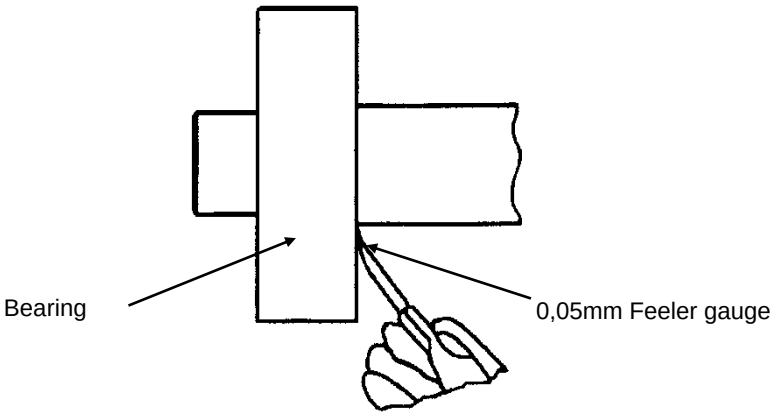

FIG 12.
L. Try to insert a 0.05mm feeler between the bearing and the shoulder after the parts have cooled to ensure that the bearing is fully seated. (Fig 12)
Q. Try to insert a 0.05mm feeler gauge between the bearing and the shoulder of the shaft to ensure that it is properly seated. See Figure 12.